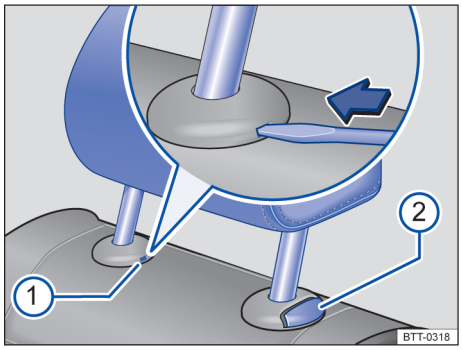

图 58 拆卸后排座椅头枕
– 将打开的车辆钥匙头或螺丝刀刀头插入护套的槽内 →图 58①。
– 同时按压按钮 →图 58② ，由另一个人将头枕完全拉出。
– 按住按钮 →图 58②，同时下推头枕。